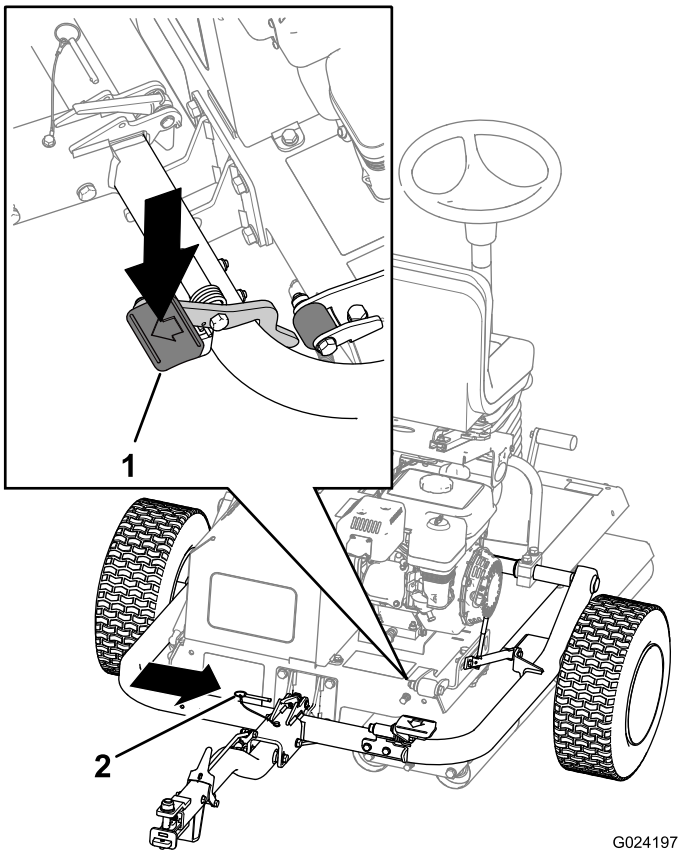

图17
C. 踩到挂钩踏板上、直到挂钩锁入就位（图17)。
D. 插入锁定销（图17）。